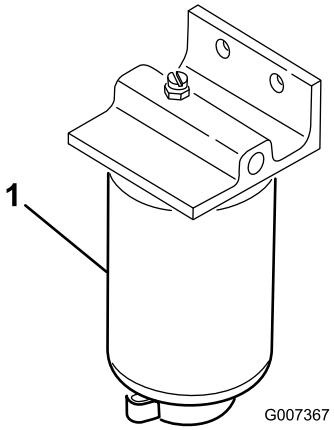

Figur 46
1. Plasser en ren beholder under drivstoffilteret (Figur 46).
2. Rengjør området der filterboksen skal festes (Figur 46).